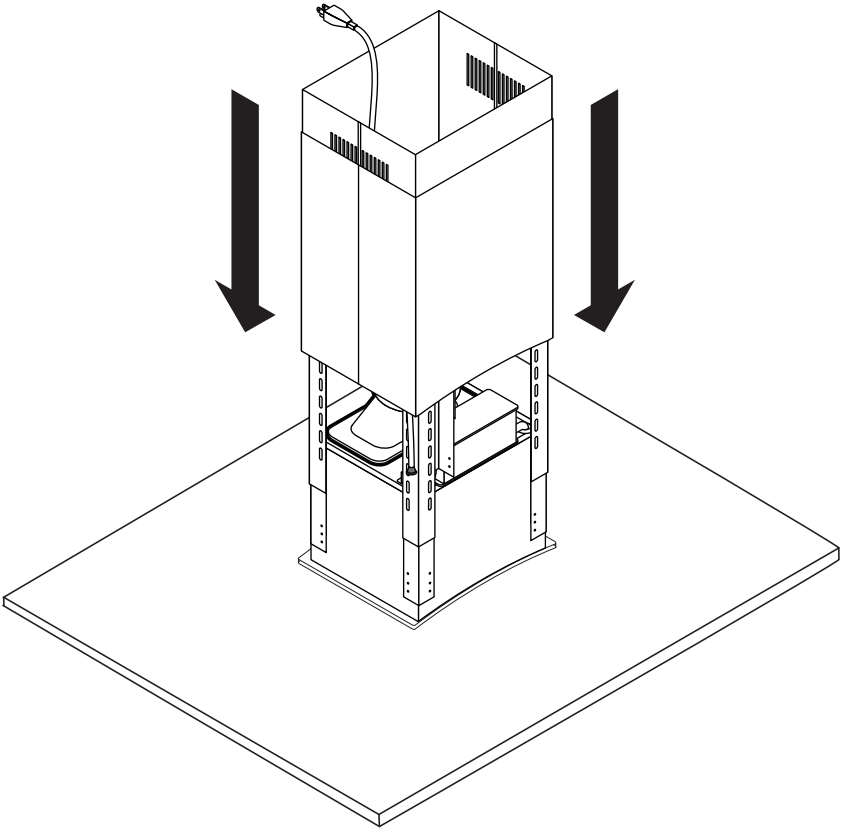

Figure 5
9. Faites glisser les deux cheminées au-dessus de la hotte, comme illustré à la figure 5.